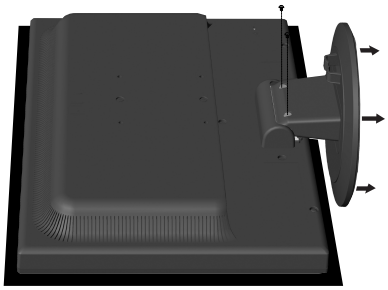

Abbildung R.2
3. Entfernen Sie die 2 Schrauben, mit denen der Fuß am Monitor befestigt ist, und heben Sie den Fuß ab (**Abbildung R.2**). Der Monitor kann jetzt auf andere Art montiert werden.